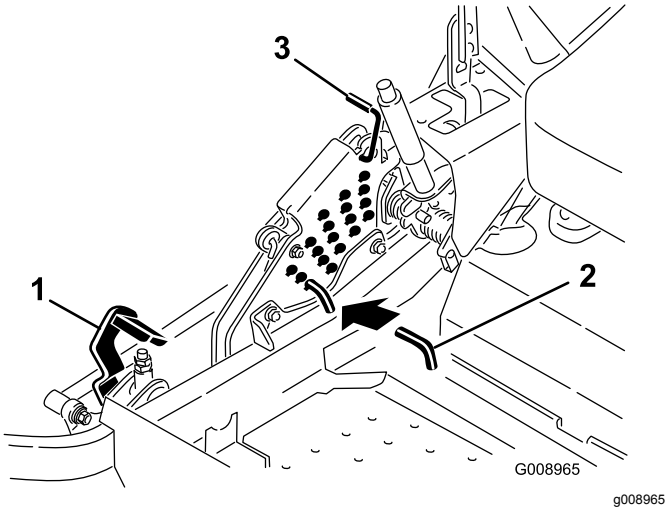

**Figur 24**
2. Træd på pedalen til skjoldløftet med foden, og hæv plæneklipperskjoldet til transportpositionen (også 140 mm klippehøjdepositionen) som vist i Figur 24.
3. Du kan justere højden ved at rotere splitten 90 grader og fjerne splitten fra klippehøjdebeslaget (Figur 24).
4. Vælg et hul i klippehøjdebeslaget, som svarer til den ønskede klippehøjde, og sæt splitten i (Figur 24).